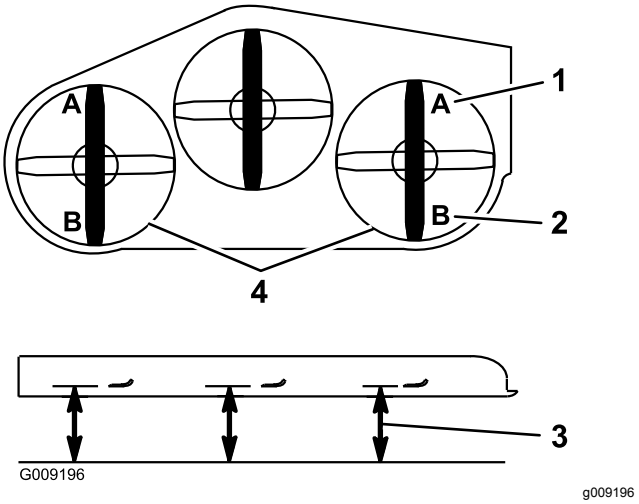

Figura 96
9. En ambos lados de la carcasa, mida desde la superficie nivelada hasta la punta delantera de la cuchilla (Posición A), según se muestra en la Figura 96.
15. En ambos lados de la carcasa, mida desde la superficie nivelada hasta la punta trasera de la cuchilla (Posición B), según se muestra en la Figura 96.